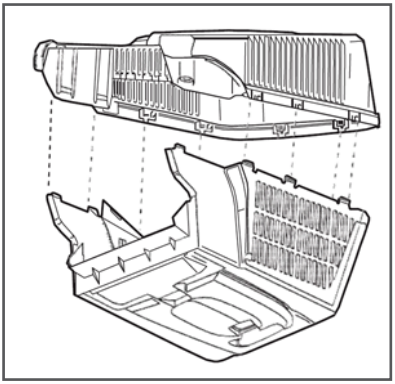

Рис. 4 Сборка травосборника
3. Собрать и установить травосборник. Для этого необходимо взять нижнюю и верхнюю часть травосборника и соединить их при помощи специальных защелок (Рис. 4). Далее поднять заднюю крышку 1 деки газонокосилки и